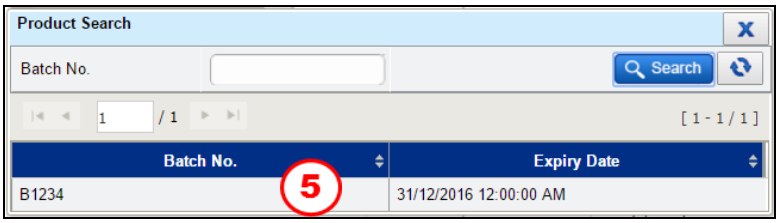

Figure 3.2-4 Product Search
Search the ***Batch No*** by clicking on the icon and the ***Product Search*** window will appear as per **Figure 3.2-4.**
*In **Product Search** window, key in the **Batch No** and click the* Search *button to find the **Batch No** as per **Figure 3.2-4***